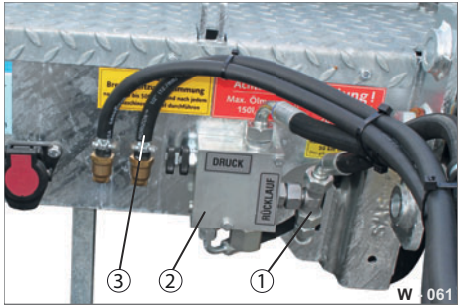

Abb. 29 Anschlüsse prüfen / warten
▶ Prüfen Sie sämtliche Anschlussstellen (Abb. 29/1) der Hydraulik auf Dichtigkeit (Ölverlust) und festen Sitz.
▶ Ersetzen Sie defekte Hydraulik-Komponente z.B. Verteiler (Abb. 29/2) umgehend.
▶ Prüfen Sie die Schläuche (Abb. 29/3) auf Rissbildungen / Verformungen.